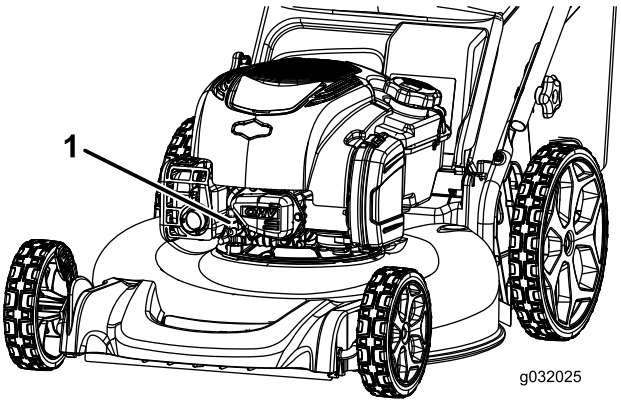

Figur 24
2. Lossa tändkabeln från tändstiftet (Figur 24) innan du utför underhåll.